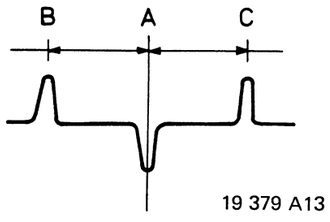

Fig. 5.2
– Am Oszillographen erscheint jetzt ein Bild wie in Abb. 5.2. angegeben.